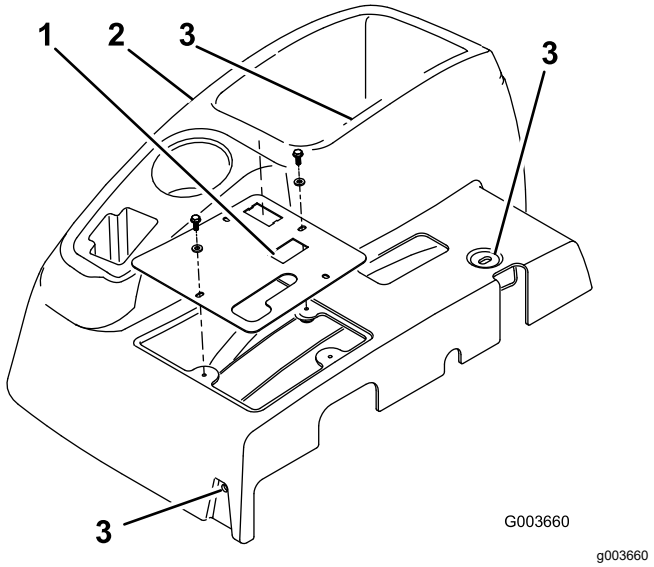

Figura 1
3. Rimuovete i 4 bulloni e rondelle che fissano la plancia al quadro di comando (Figura 1).
5. Rimuovete la plancia (Figura 1).
6. Rimuovete i 3 bulloni che fissano il quadro di comando al telaio (Figura 1). Rimuovete il quadro di comando sollevando delicatamente il bordo inferiore del quadro di comando intorno alla staffa di supporto e facendolo scorrere sopra la maniglia del freno, scavalcandola.